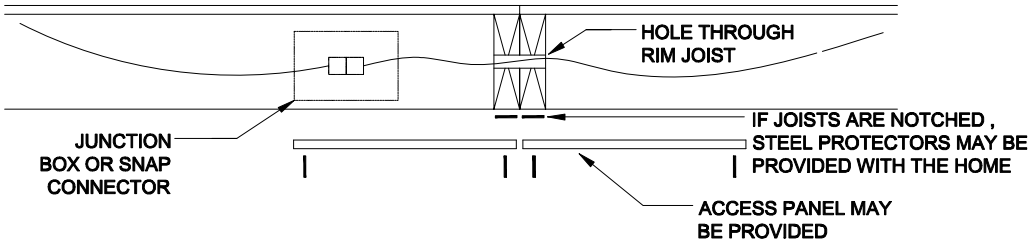

Figure 39. *Electrical crossover floor wires with flush access panels*
1. **Access wires.** Find the crossover location(s) and remove the access panel(s) if attached. If access panel openings are not provided, cut through bottom board to expose the wiring (**Figure 39**).